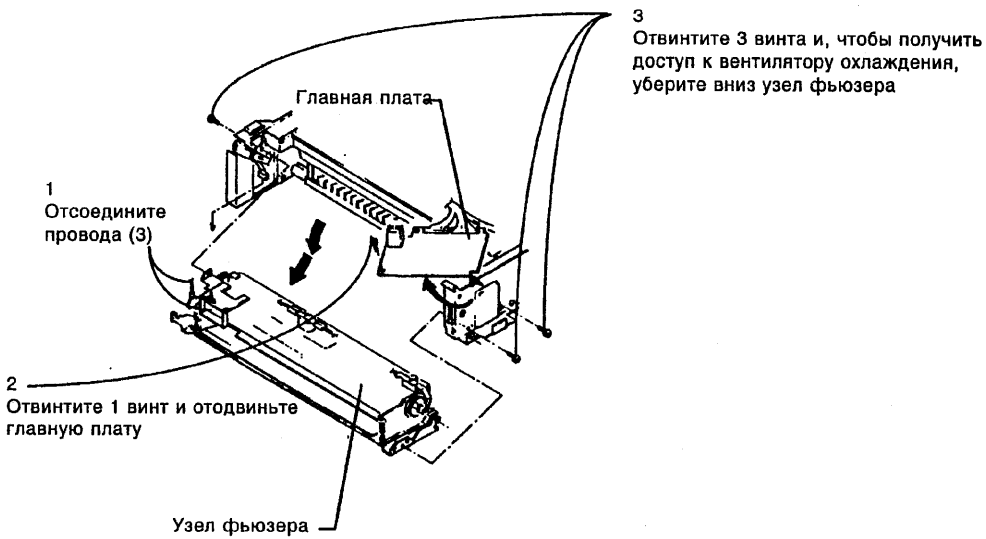

Рисунок 1. Снятие узла фьюзера.
2. (рис. 1) Сдвиньте главную плату в сторону для обеспечения доступа к двум винтам. (REP 3.1)